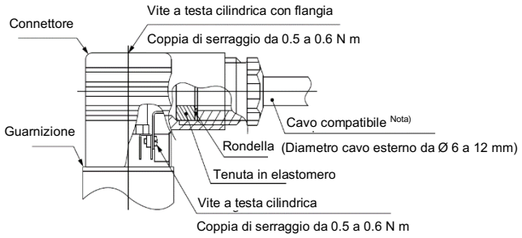

Figura 5
- Serrare viti e raccordi secondo la Figura 5.